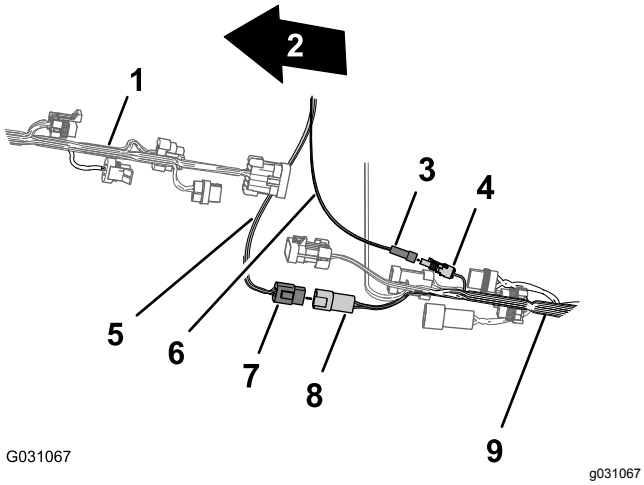

Figur 161
3. Anslut kontakten med fyra stift på datakablaget för CAN 2-/sprutreglaget till kontakten med fyra uttag på det bakre kablaget för CAN 2-/sprutreglagekretsen (Figur 161).
4. Anslut kontakten med ett uttag på elkablaget till kontakten med ett stift på det bakre huvudkablaget (Figur 161).